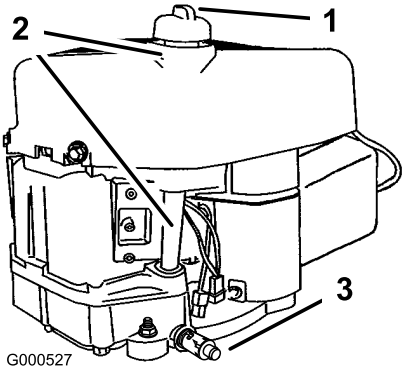

Figure 24
2. Nettoyez la surface autour de la jauge d'huile (Figure 24) pour éviter que des impuretés ne s'introduisent dans le goulot de remplissage, ce qui risquerait d'endommager le moteur.
10. Nettoyez la surface autour du bouchon de la jauge de niveau d'huile et dévissez le bouchon (Figure 24).
11. Versez avec précaution environ 80% de la quantité d'huile spécifiée dans le goulot de remplissage (Figure 24)